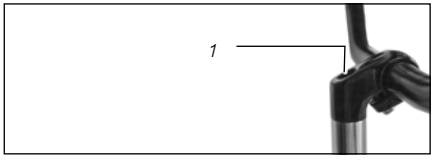

Fig. :22
1. Retirez par le haut le capuchon sur la partie supérieure de la potence plongeur *(voir « Fig. :22 (1) »).*